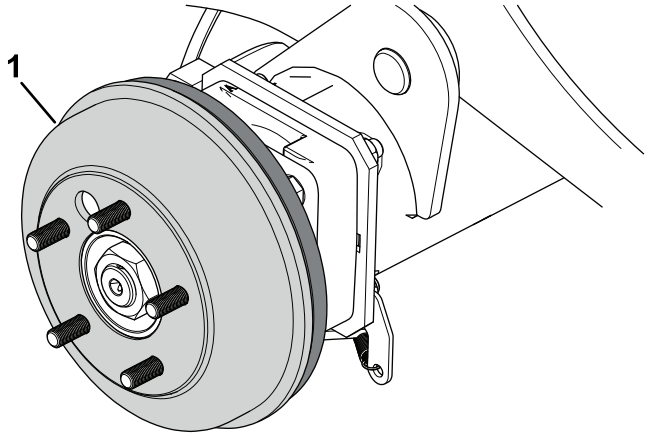

**Bild 71**
4. Entfernen Sie die Bremstrommeln (Bild 71) von Hand.